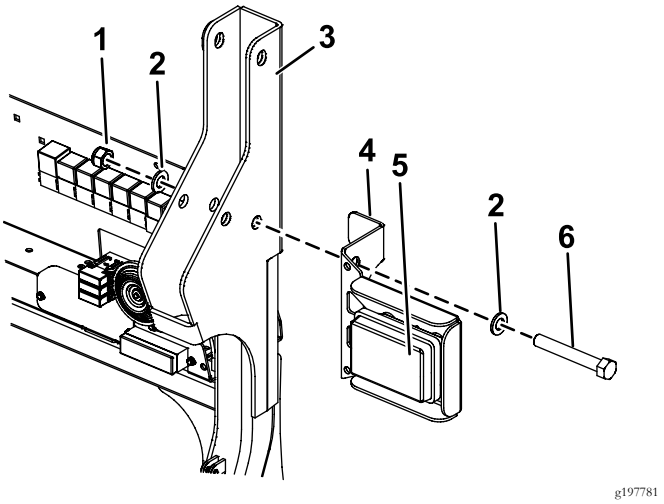
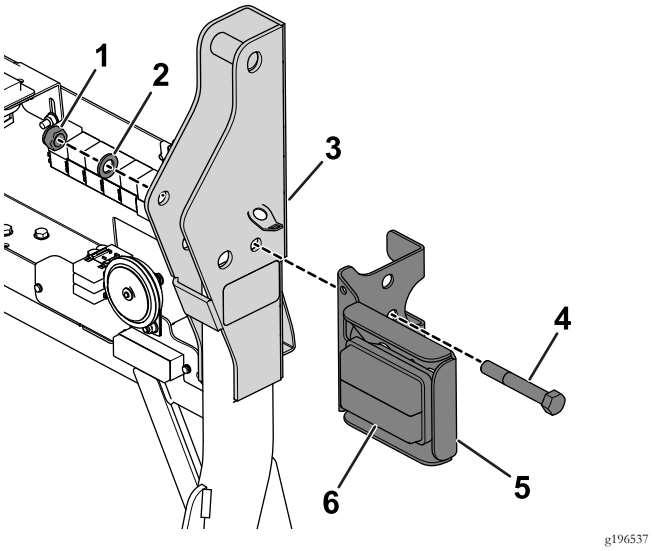

Figure 4
Figure 5
9. Alignez le trou indiqué dans le support d'éclairage arrière droit et le trou dans l'arceau de sécurité, et insérez le boulon (M16 x 110 mm) neuf assorti des rondelles existantes (Figure 4 ou Figure 5).